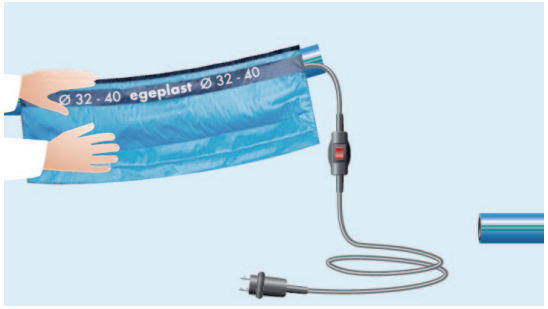

Abb. 2: Pipe-Heater Manschette um das Rohrende legen und mit dem Klettverschluss fixieren
- Heizmanschette montieren (Abb. 2)